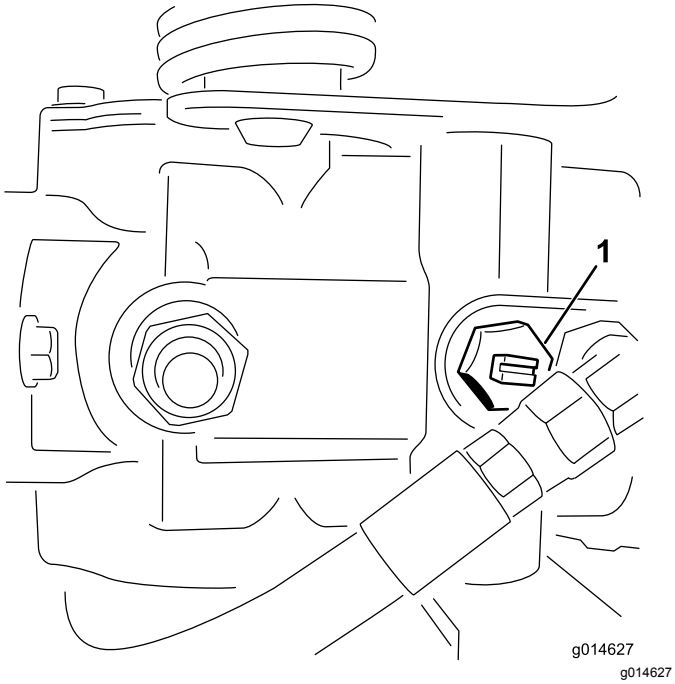

**Figuur 24**
1. Ga naar de omloopklep op de pomp en draai deze zodat de sleuf verticaal staat (Figuur 24).
2. Voordat u de motor start, moet u de omloopklep sluiten door deze zo te draaien dat de sleuf horizontaal staat (Figuur 24).